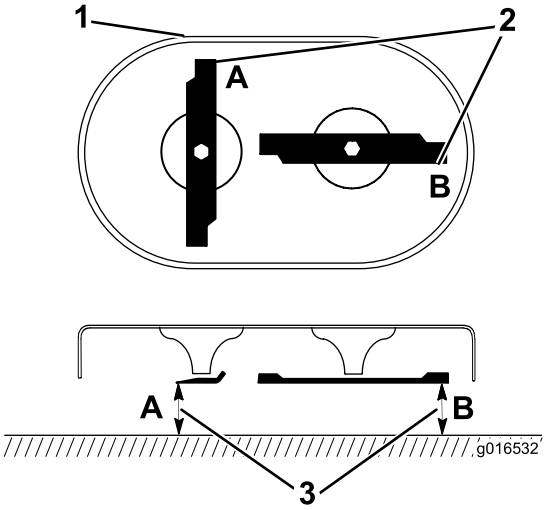

Figura 37
1. Ruotate le lame in modo che siano posizionate come mostrato in Figura 37.
2. Misurate ai punti **A** e **B** da una superficie piana fino ai taglienti (Figura 37) e registrate entrambe le dimensioni.